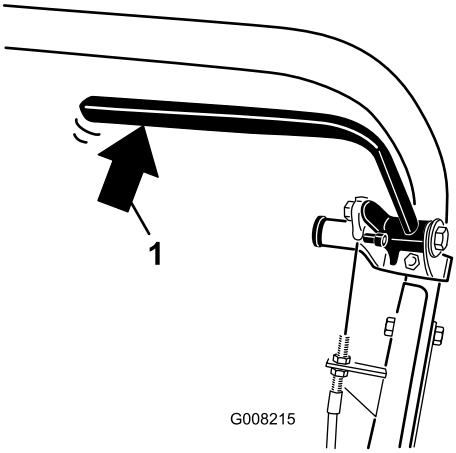

**Figuur 32**
2. Gebruik een weegschaal en druk de hendel van de bedrijfsrem in (Figuur 32). De parkeerrem moet loskomen als er 13,5 tot 18 kg kracht wordt uitgeoefend. Als de parkeerrem vrijkomt voordat er 13,5 tot 18 kg kracht wordt uitgeoefend, moet de remkabel worden afgesteld. Ga verder met stap 3.